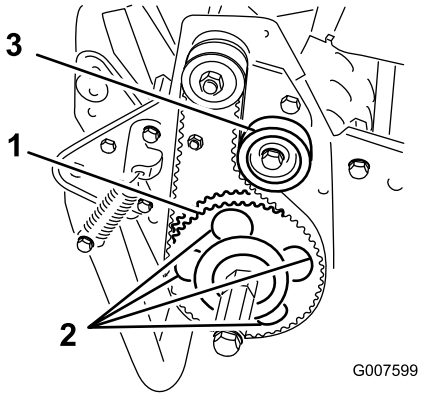

**Rysunek 44**
7. Obróć koło napędzane do momentu, aż nastąpi zrównanie otworów z 4 śrubami kołnierzowymi łożyska rolki (Rysunek 44).
11. Wyreguluj napięcie paska i dokręć śrubę mocującą koło pasowe luźne (Rysunek 44).